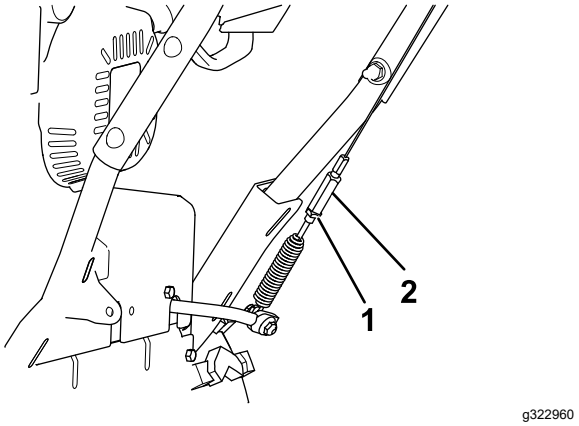

**Figure 32**
5. Desserrez l'écrou de blocage (Figure 32).
6. Desserrez ou serrez le tendeur de réglage de la tension du câble (Figure 32).